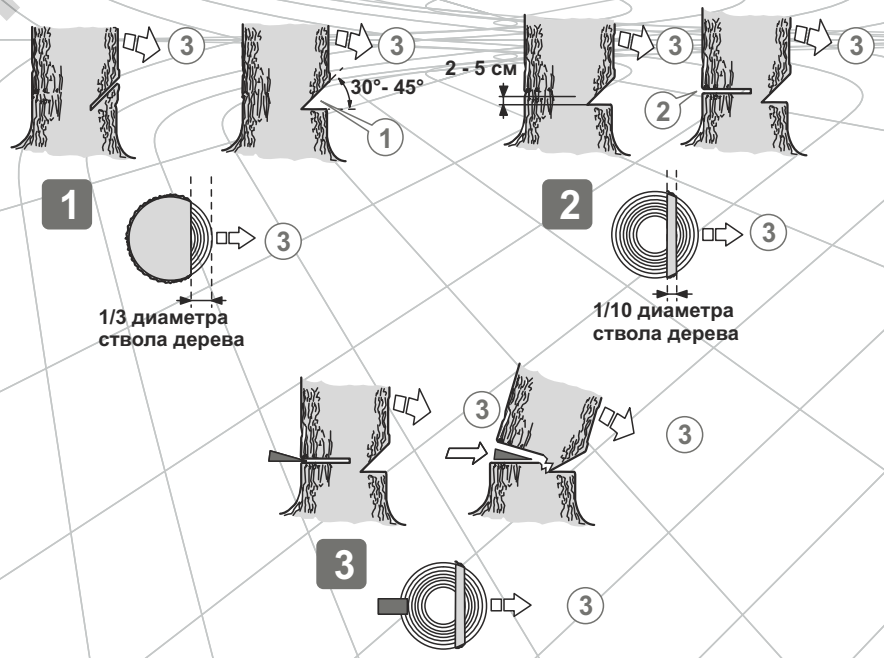

Рис. 19
6. Начните пилить дерево с той стороны (3), куда оно должно упасть (см. рис. 19). Сделайте клиновидный пропил (1) под углом 30-45 градусов, глубина которого примерно равна 1/3 от толщины ствола. Валочный распил (2) сделайте с противоположной стороны от клиновидного пропила, поместив зубец упора пилы на ствол на 2,5-5 см выше нижнего края клиновидного пропила. Завершите пиление тогда, когда до внутреннего края клиновидного пропила останется где-то 1/10 диаметра ствола.